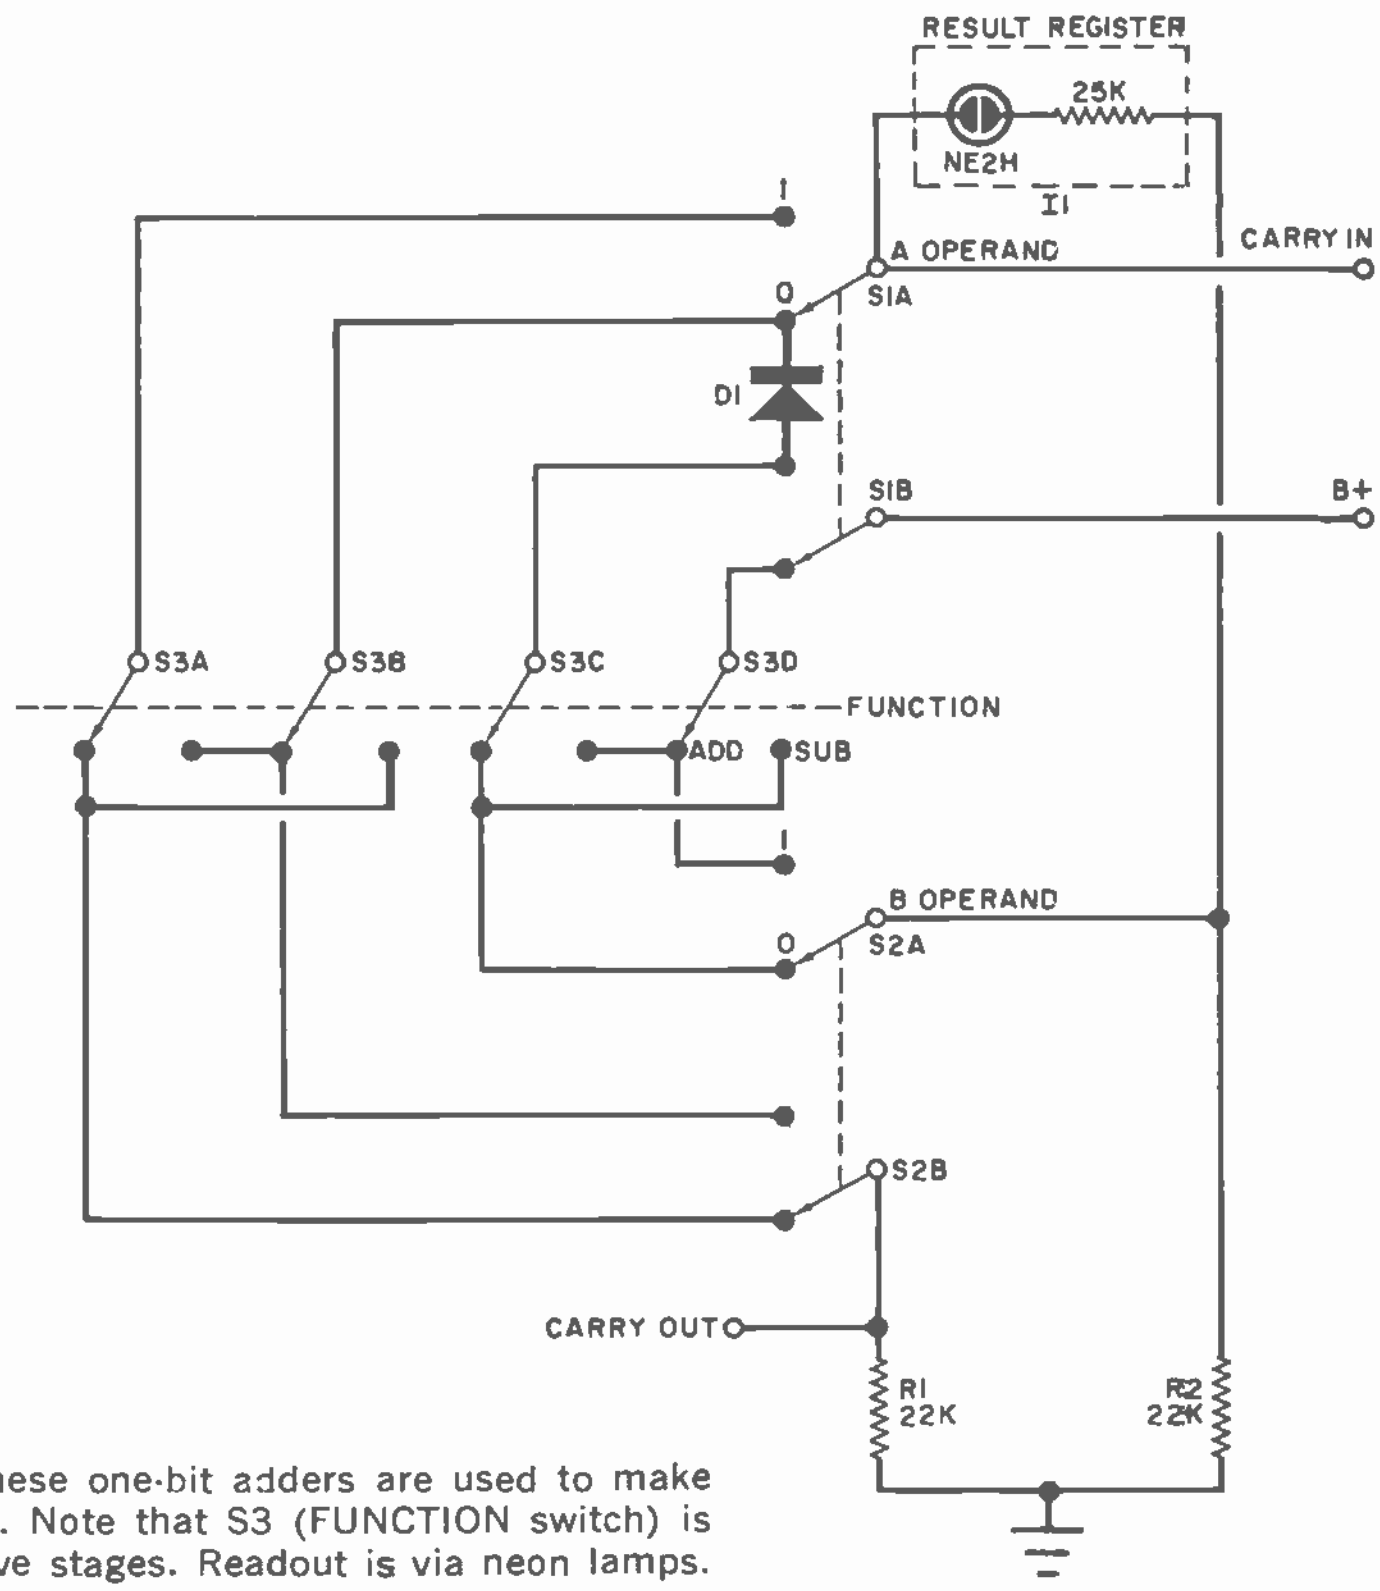

Fig. 2. Five of these one-bit adders are used to make the Binary Adder. Note that S3 (FUNCTION switch) is common to all five stages. Readout is via neon lamps.
**Subtraction Circuitry.** Binary subtraction is accomplished by adding the two's complement of the second operand to the first. The "invert" step of forming the two's complement is provided by *S3*, as shown in Fig. 2. The four poles of switch *S3* electrically invert *S2* by exchanging its connections to *S1*.
**The C Operand Switch.** This switch (*S5*) permits an extra 1 to be added to, or subtracted from, the A Operand and B Operand result. The wiring of this switch is shown in Fig. 3. For clarity, Fig. 3 does not show the wiring of the five individual adder stages (i.e., the wiring in Fig. 2). The Carry Out (CO) of each stage is wired to the Carry In (CI) of the next stage. The Carry In for the first stage (the right-most position, or place value one) is determined by the FUNCTION (ADD/SUB) switch (*S3*) and by the C OPERAND switch.